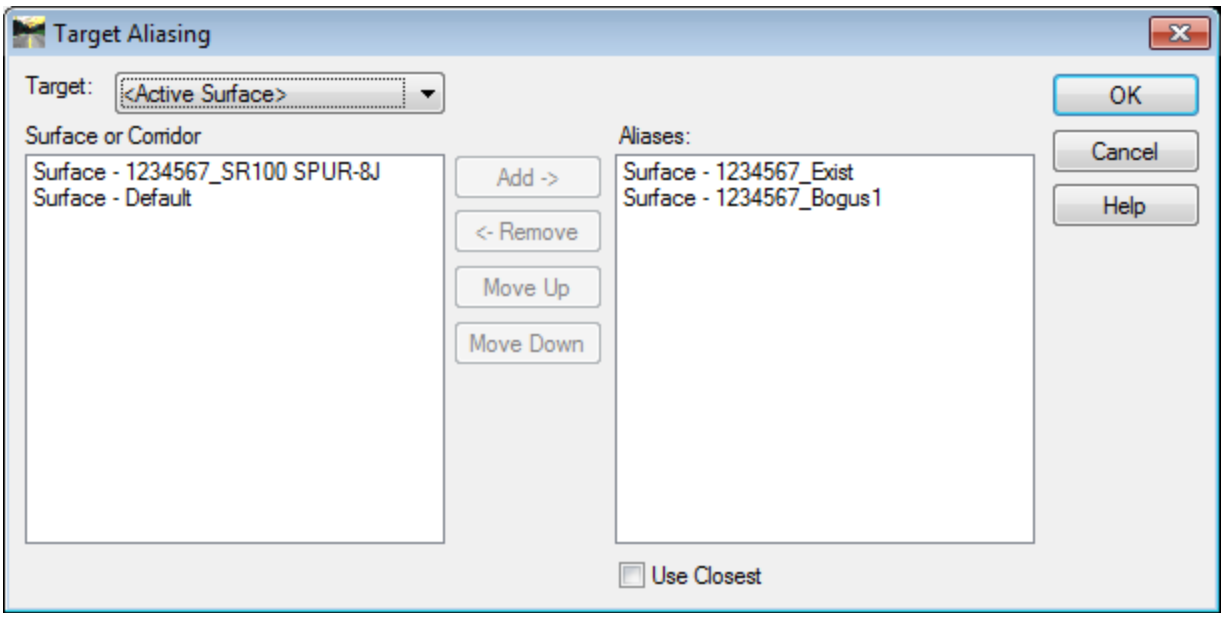

Figure L8-111 Target Aliasing
- Ensure your **Target Aliasing** dialog matches that shown in *Figure L8-111*.